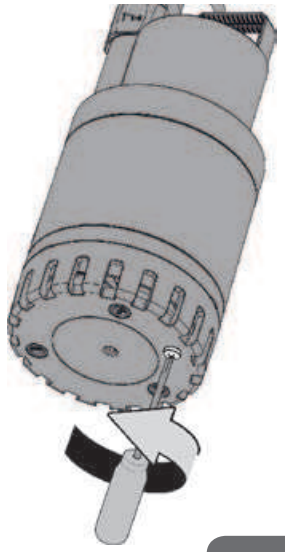

Bild 9
- Bei Modellen deren Filter mit einer Schraube befestigt ist, ist diese aufzuschrauben (Abb.9).
• Bei den Modellen mit Befestigungsschraube am Filter, ist diese aufzuschrauben (Abb.9).